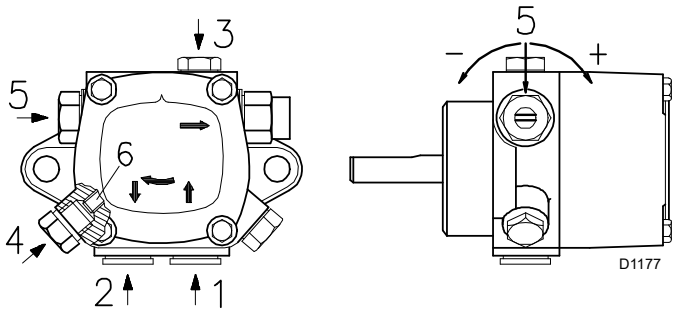
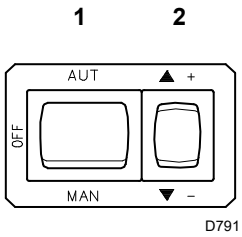

Fig. 26
Fig. 27
Leyenda (Fig. 26)
- ➤ Para que la bomba (Fig. 26) pueda autocebarse, es indispensable aflojar el tornillo 3)(Fig. 26) de la bomba para purgar el aire que pueda haber en el tubo de aspiración.
- ➤ Poner en marcha el quemador cerrando los dispositivos de control, con el interruptor 1)(Fig. 27) en posición "MAN" y el conmutador 10)(Fig. 7) en posición "OIL".
- ➤ Cuando el gasóleo sale por el tornillo 3)(Fig. 26), la bomba está cebada. Detener el quemador: interruptor 1)(Fig. 27) en posición "OFF" y enroscar el tornillo 3)(Fig. 26).